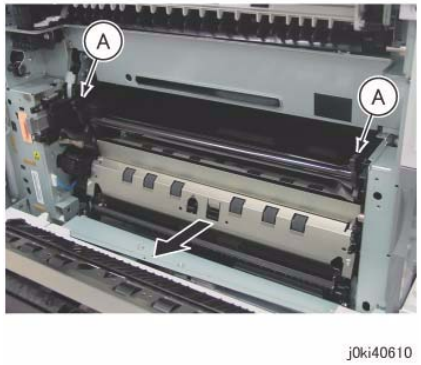

Figure 7 Pull out the IBT Assembly
13. Pull out the IBT Assembly by holding onto the indicated sections (A) of the Front/Rear Frame until the Handle at the front/rear become accessible. (Figure 7)
b. Insert the Stopper Lever while pressing the indicated sections (A in Figure 7) of the Rear Frame against the Main Unit.